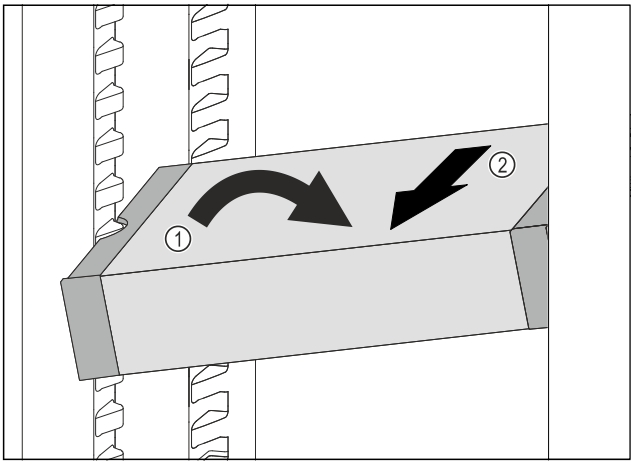

Fig. 139
▶ Predal VarioSafe postavite v hladilniku postrani. *Fig. 139 (1)*
▶ Predal VarioSafe izvlecite v smeri naprej. *Fig. 139 (2)*